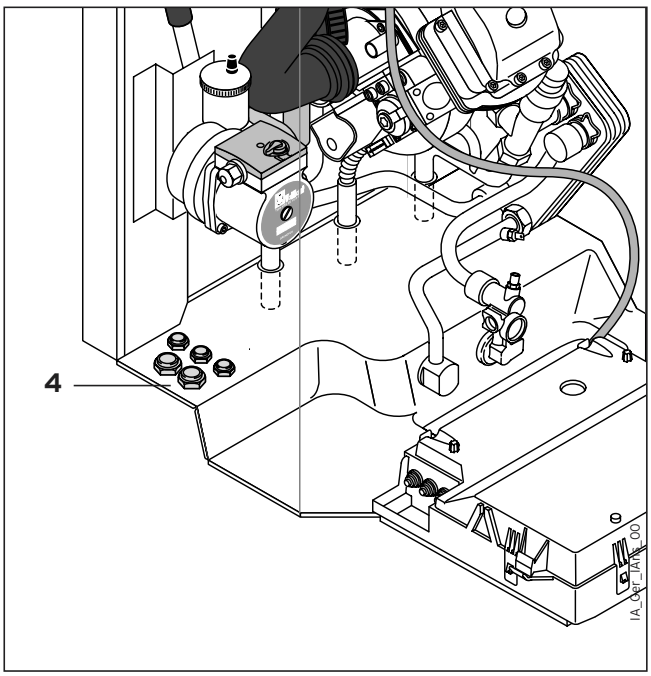

Rys. 4.8 Dławiki PG
- Wprowadzić przewód sieciowy przez dławiki PG (**4**) z lewej dolnej strony kotła (p. rys. 4.8).
- Przewody przyłączeniowe odnośnych urządzeń należy wprowadzać poprzez dławiki (**4**) znajdujące się po lewej dolnej stronie kotła (p. rys. 4.8).
- Przewody przyłączeniowe odnośnych przyłączanych urządzeń należy wprowadzać poprzez dławiki (**4**) znajdujące się po lewej dolnej stronie kotła (p. rys. 4.8).